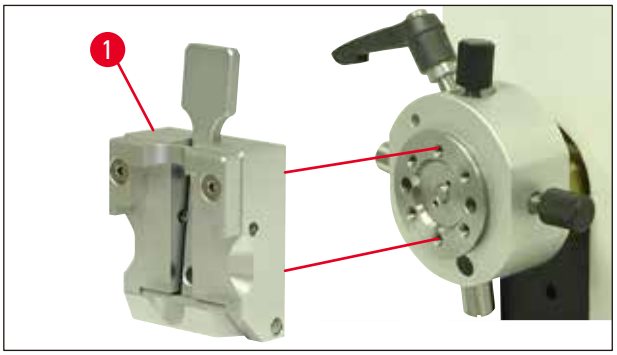

图 11
4. 如图所示 (→ 图 11)，将样品夹 (→ 图 11-1) 安装在样品夹固定器上，并用两个螺丝 (→ 图 10-4) 固定。